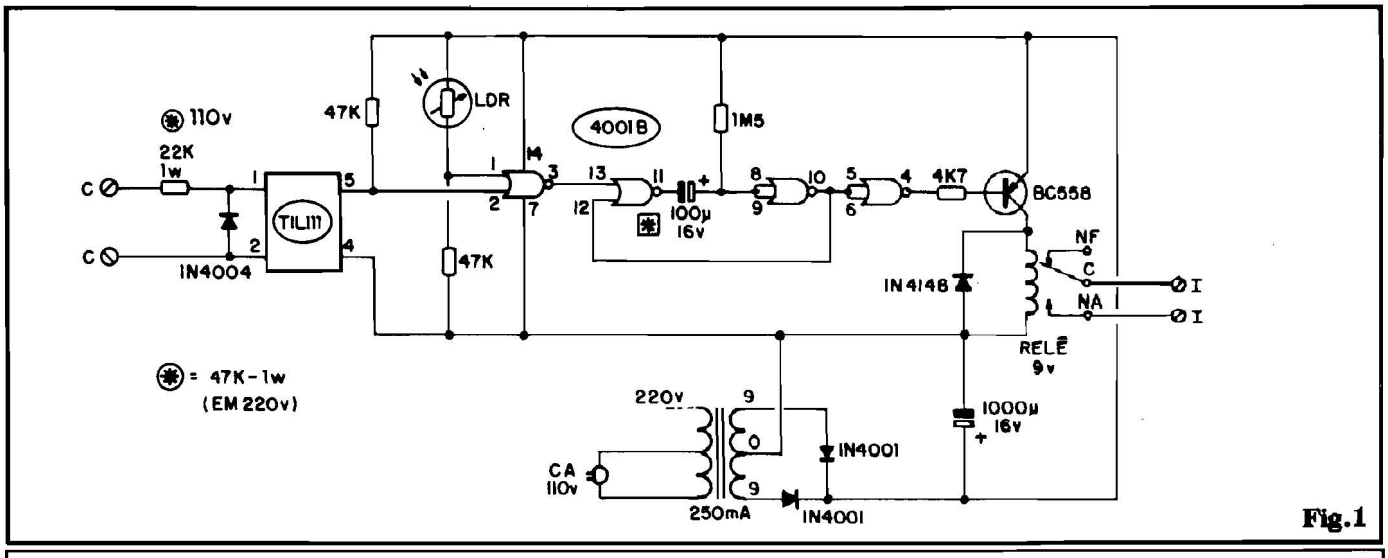

Fig.1
- **FIG. 1** - O CIRCUITO - Apesar da relativa complexidade das suas funções, o esquema do PORTAU é muito simples, usando componentes em pequena quantidade (todos de fácil aquisição...). O núcleo do circuito é um Integrado Digital da "família" C.MOS, o 4001B (barato e comum), que contém 4 **gates** com função "NOR" (não ou), de duas entradas cada, todas inteligentemente aproveitadas na organização da montagem... Os dois gates "centrais", delimitados pelos pinos 11-12-13 e 8-9-10 formam um simples MONOESTÁVEL (temporizador) cujo período é determinado pelos valores do resistor de 1M5 e capacitor de 100u... Notem que, com o citado valor resistivo, a temporização corresponde a aproximadamente **1 segundo por microfarad** (do capacitor). Os 100u, portanto, "dão" um tempo de aproximadamente 100 segundos (pouco mais de 1 minuto e meio...). Se o caro Leitor/Hobbysta achar tal período curto ou longo demais, poderá facilmente alterá-lo, mudando o valor do dito capacitor (sempre considerando a razão de 1s/uF...). O disparo do MONOESTÁVEL é feito pelo pino 13 do 4001B, e apenas se dá quando tal pino "vê" um nítido nível digital "alto", na exata transição de "subida"... Esse comando é fornecido pelo primeiro **gate** (pinos 1-2-3), de acordo com um conjunto muito específico de condições... A "Tabela Verdade" de um bloco digital NOR diz que a Saída irá a "alto" quando **ambas** as suas Entradas situarem-se em nível "baixo". Com o divisor formado pelo LDR e pelo resistor de 47K (ao pino 1), o **gate** apenas verá nível "baixo" quando a escuridão for de molde a tornar o valor ôhmico do LDR **maior** do que 47K (assim, o pino 1 do 4001B só fica "baixo" à noite, inibindo, sob qualquer circunstância, o disparo do temporizador durante o dia...). A outra entrada do mesmo **gate** (pino 2) está acoplada a um divisor de Tensão, também, estruturado com mais um resistor de 47K e o foto-transístor interno de um **opto-coupler** TIL111... Enquanto o tal foto-transístor embutido no TIL111 estiver "cortado", o pino 2 do 4001B "verá" nível "alto", via resistor de 47K... Já quando o foto-transístor interno do acoplador ótico "ligar", o tal pino "verá" nível digital "baixo"... Se (e apenas "se"...) isso ocorrer quando o LDR estiver sob relativa escuridão, se cumprirão todas as condições/requisitos para que o pino 3 do 4001B vá a "alto", com o que o MONOESTÁVEL dispara, iniciando a "contagem" da sua temporização intrínseca! Para acionar ("ligar") o foto-transístor interno do TIL111, é preciso que um LED, também interno, "acenda", excitando oticamente o tal foto-transístor... A energização desse LED interno é obtida diretamente pela C.A. presente nos terminais originais da cigarra da campainha (quando esta é "tocada"...). A C.A. é previamente "moderada" pelo resistor de 22K x 1W (47K x 1W, em redes de 220V), além de ter seus semi-ciclos "inversos" capados pela presença do diodo 1N4004, de modo que o LED intrínseco ao TIL111 apenas possa ser "atingido" pelos semi-ciclos de correta polaridade... Esse método de acoplamento, embora aparentemente sofisticado, justifica-se pela universalização, ou seja: permite que o PORTAU seja ligado a qualquer tipo de sistema campainha/cigar-